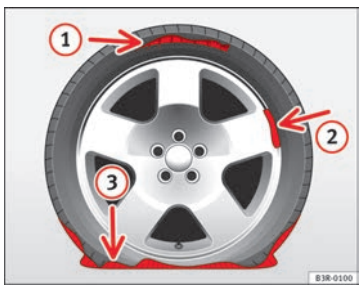

Fig. 122 Pneu: danos irreparáveis
- Se os cortes ou furos no pneu superarem os 4 mm de comprimento (1) ⇒ Fig. 122
- Se a jante tiver ficado danificada (2).
- se se tiver circulado com uma pressão no pneu muito baixa ou com o pneu vazio (3).